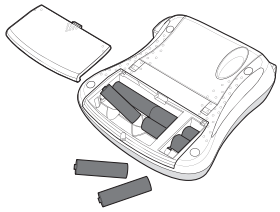

Figur 2
1. Skub batteridækslet af etiketteringsmaskinen. Se figur 2.